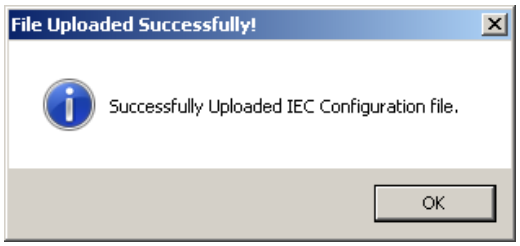

Figure 2-55 IEC Configuration File Uploaded Successfully Confirmation Screen
6. When the file has been successfully sent to the control, TapTalk will display the File Uploaded Successfully confirmation screen (Figure 2-55).